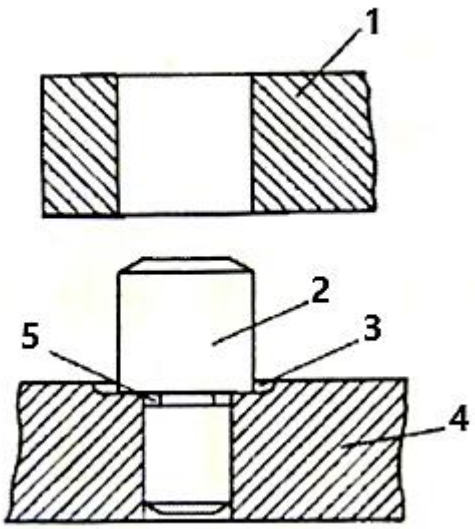

FIGUUR 4 (5)
7.1 Benoem die verskillende onderdele (1–5) van die volgende platvlakbepaler ('flat surface locator') in FIGUUR 4: